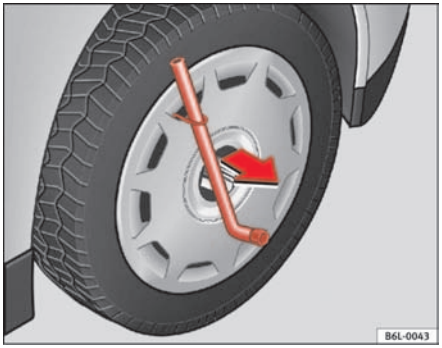

Fig. 130 Remove hub caps
– Remove the hub cap using the spanner and the wire hook* ⇒ fig. 130.